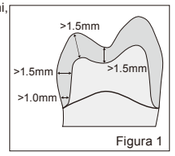

Figura 1
Preparare i margini con un bisello profondo o una spalla arrotondata. (Figura 1)
- El espesor mínimo de la pared debe ser de 1,5 mm, 1,0 mm en los márgenes. Prepare los márgenes en chanfer u hombro redondeado. (Figura 1)